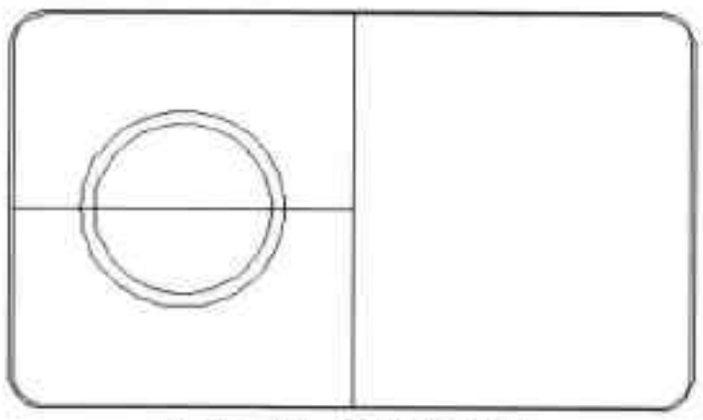

图6-79 向内偏移圆
Step06 执行“偏移”命令，将该圆形向内偏移 20mm，结果如图 6-79 所示。